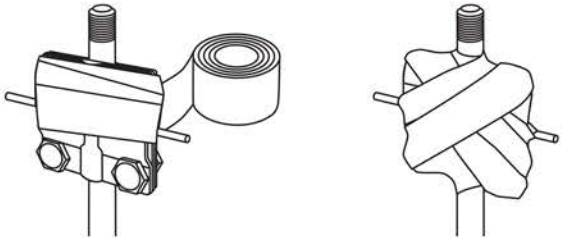

Рисунок 6. Гидроизоляция крестового соединителя
6.9. Крестовые зажимы, соединенные со штырями и проводником, необходимо обмотать гидроизоляционной лентой (см. рисунок 6).